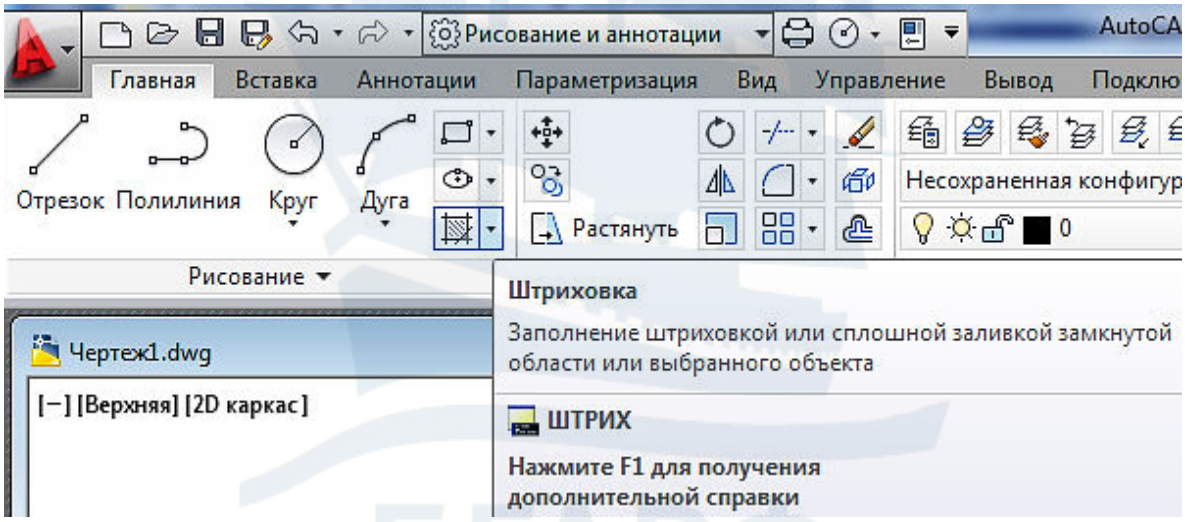

Рис. 146
– нажать кнопку **Штриховка** на панели инструментов **Рисование** на вкладке **Главная** ленты инструментов (рис. 146, 147);